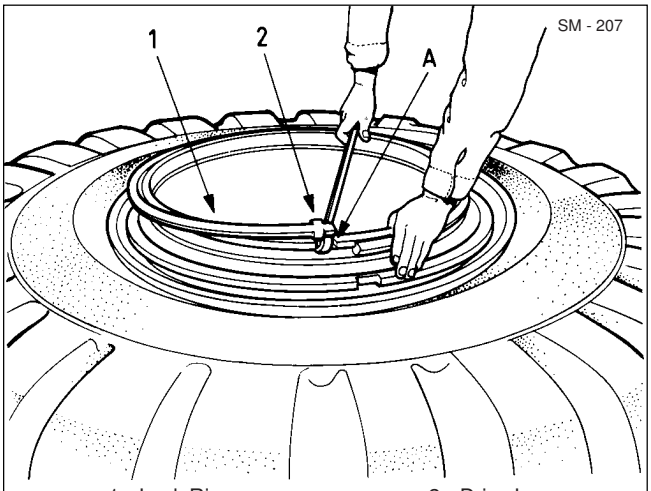

Fig. 5 - Installing Typical Lock Ring
1. For off-machine installation, lay wheel rim (1) on blocks or mounting stand with 'O' ring groove up. Wheel rim (1) should be off the floor enough to allow tyre to rest on rim and not the floor. Blocks are not to extend more than 13 mm (0.50 in) beyond rim base.
2. Lubricate groove and 'O' ring, with a thin solution of vegetable base soap and water. Insert new O-ring (5) in groove on wheel rim (1).
4. Using suitable lifting equipment, lower tyre onto wheel rim (1). Seat tyre firmly against inner flange.
5. Install outer flange (2) on wheel rim (1).
6. Align driver notch in wheel rim (1) with notch in flange (2), and install flange (2) on rim.
7. Install lock ring (3) in groove of wheel rim (1) so that lock ring lug engages both notches. Notches and lock ring lug must line up correctly. If necessary, use only a soft hammer to rotate the lug. Use pry bar for installing lock ring (3), as shown in Fig. 5.
11. Lift the tyre upwards to effect a seal between flange (2) and 'O' ring (5). In some cases the tyre will automatically spring out, making this step unnecessary.